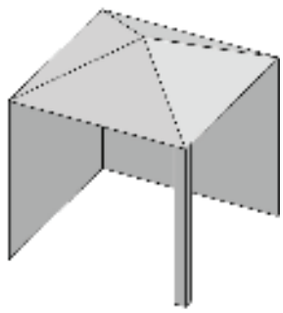
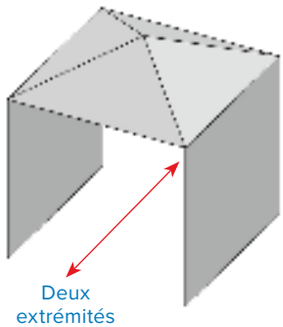

Fig. 2
Fig. 3
- Les murs latéraux peuvent être parallèles, comme dans un passage couvert, ou perpendiculaires les uns aux autres. **(Fig 2 & Fig 3)**